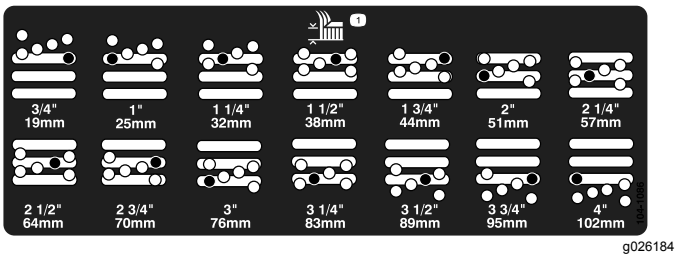

**Figur 8**
4. Ta bort distansbrickan samtidigt som du stöttar kammaren (Figur 8)
5. Flytta kammaren till önskad klipphöjd, montera distansbrickan i avsett klipphöjdshål och -spår (Figur 8).